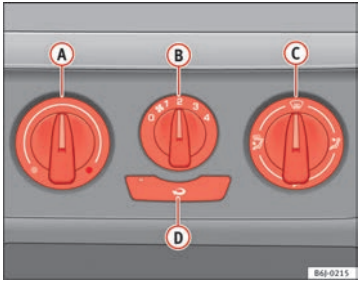

Fig. 90 Heating controls on the dash panel
– Turn the temperature selector (A) ⇒ fig. 90 anti-clockwise.
– Turn blower switch (B) to any of the head settings 1 -4.
– Set the airflow to the desired direction using air distribution control (C).
– Turn the temperature selector (A) ⇒ fig. 90 clockwise to select the desired temperature.
– Turn the temperature selector (A) ⇒ fig. 90 clockwise to reach the maximum temperature.
– Turn the blower switch (B) to setting 4.
– Close outlet (3).
– Open and turn outlet (4) towards side windows
– Turn the temperature selector (A) ⇒ fig. 90 to the heating area.
– Turn blower switch (B) to any of the head settings 2 -3.
– Close outlets (3)
– Open and turn outlets (4) towards side windows